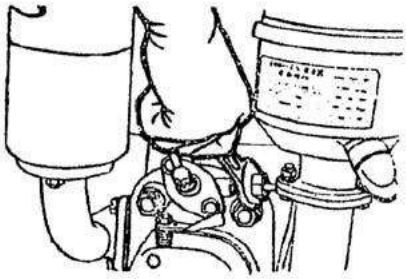

рис.4
1. Немедленно передвиньте рычаг декомпрессии, чтобы привести в действие декомпрессионное устройство (Рис. 4).